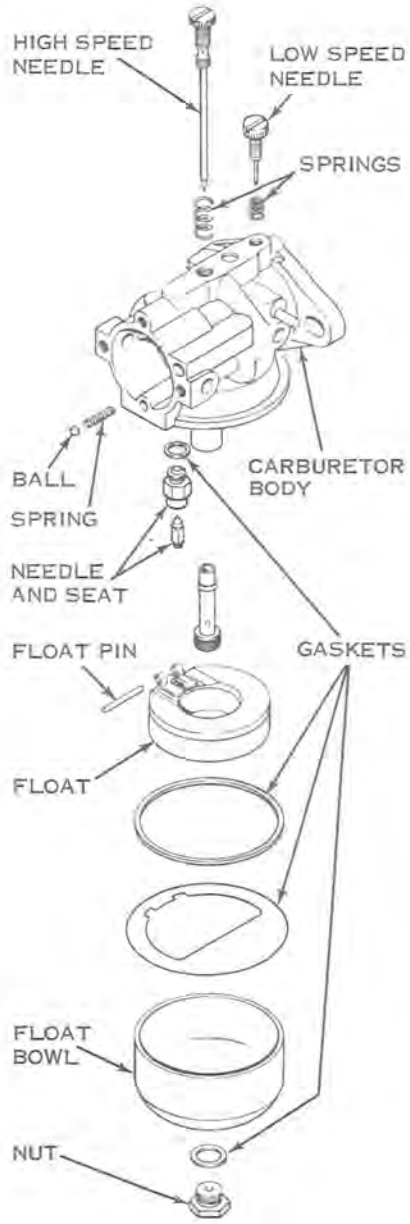

Figure 5-4
b. Drain carburetor by removing nut and gasket from float bowl (see Figure 5-4).